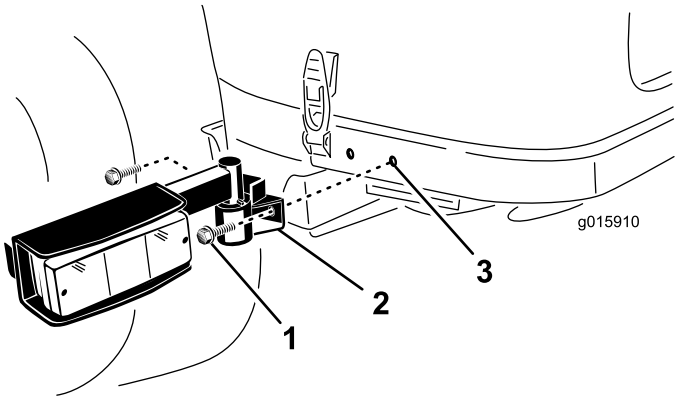

Figure 8
1. En utilisant les trous à l'arrière des verrous du capot, fixez un bloc optique de chaque côté du cadre arrière avec (2) vis à tête à embase 3/8 x 3/4" (Figure 8). Si le cadre arrière ne comporte pas de trous de fixation, passez à l'opération suivante.